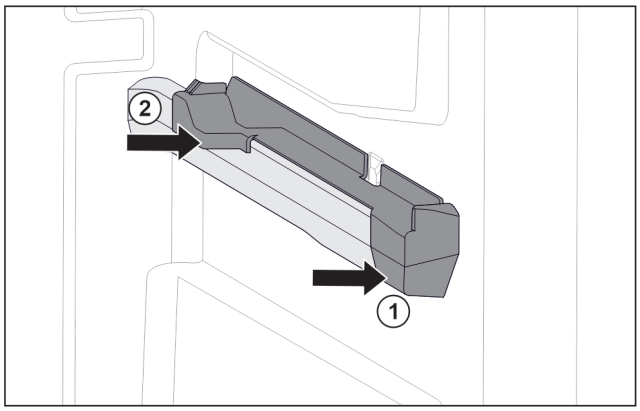

Fig. 104 Attachment on the right moulded rib
▶ Position attachment on moulded rib at the front. *Fig. 104 (1)*
▶ Press on attachment at the back. *Fig. 104 (2)*